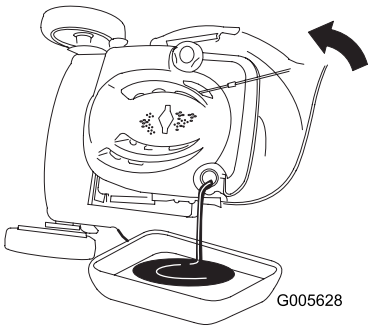

Figur 32
3. Tippa gräsklipparen på sidan (med luftfiltret uppåt) för att tömma ut den använda oljan genom påfyllningsröret (Figur 32).